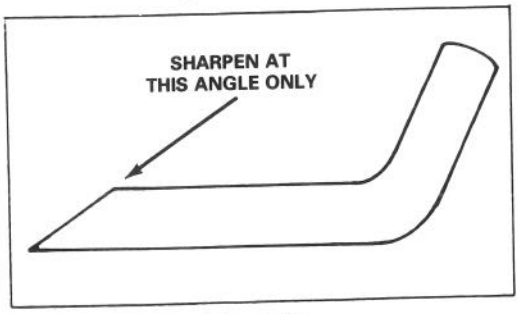

Figure 15
5. REMOVING BLADE — Grasp end of blade using a rag or thickly padded glove. Remove blade bolt and blade (Fig. 15).
6. SHARPENING BLADE — Using a file, sharpen top side of blade and maintain original cutting angle (Fig. 15). The blade will remain balanced if same amount of materal is removed from both cutting edges.